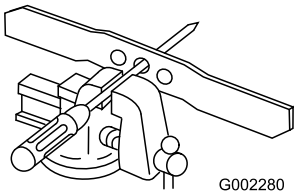

Figur 29
1. Kontrollera knivens balans genom att lägga den med det mittersta hålet över en spik eller en skruvmejsel som fästs horisontellt i ett skruvstäd (Figur 29).